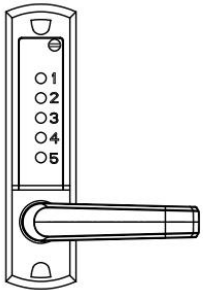

FIG7C
3.Adjust the handle to the desired direction for the door (left/right opening) (Figure 7C), and then tighten the bolt